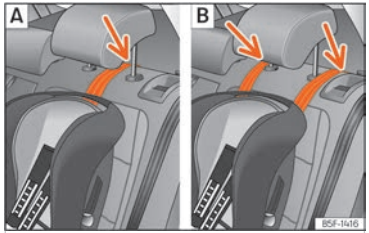

Fig. 40 Asientos traseros: ajuste y montaje en función del cinturón Top Tether.
- Coloque la correa por debajo del apoyacabezas (en función de las instrucciones de la propia silla, levante o retire el apoyacabezas si fuera necesario) ››› fig. 40.